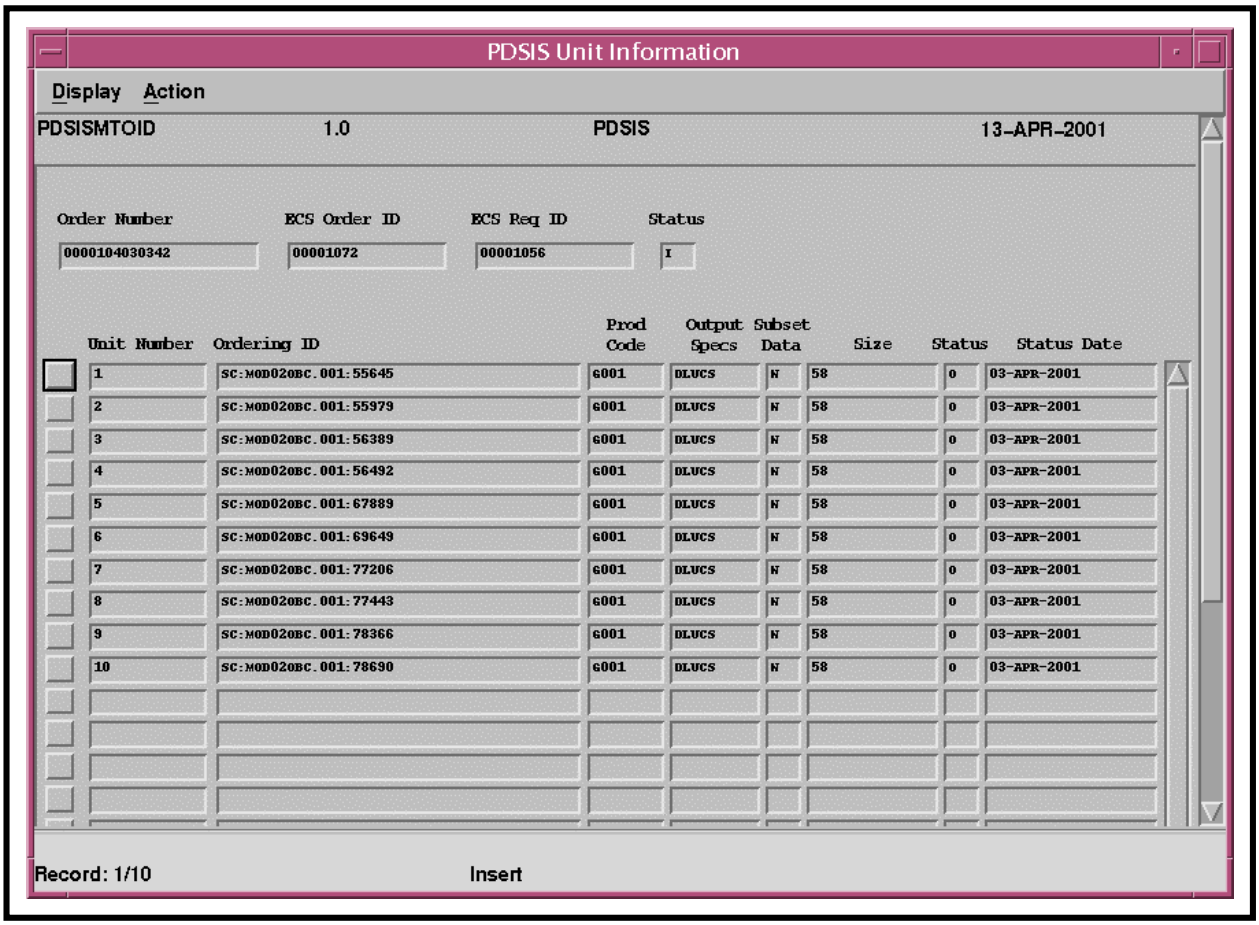

Figure 92. PDSIS OI Detail Screen
- The **PDSIS OI Detail Screen** (Figure 92) is displayed.